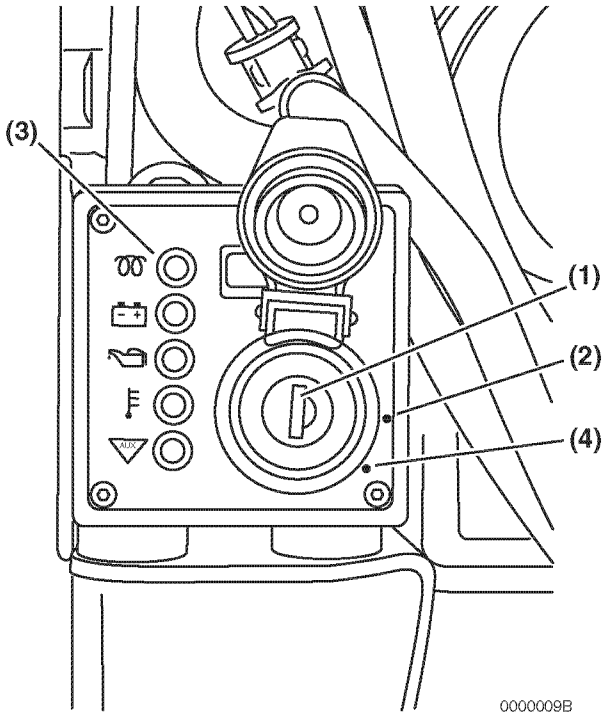
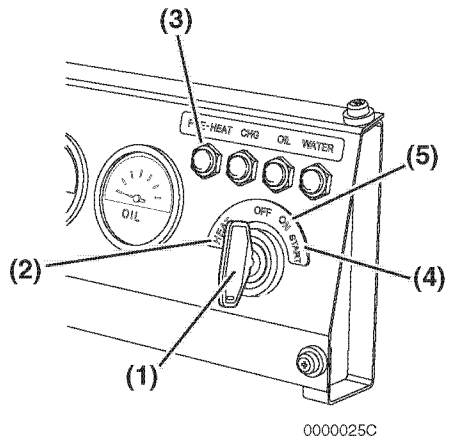

*Figure 2*
*Figure 3*
7. Insert the key into the key switch **(Figure 2, (1))** or **(Figure 3, (1))**.
8. Turn the key to the ON position **(Figure 2, (2))** or the HEAT position **(Figure 3, (2))**. The pre-heat indicator **(Figure 2, (3))** flashes for several seconds and then goes out. After the pre-heat indicator goes out you can start the engine.
9. Turn the key clockwise to the START position **(Figure 2, (4))** or **(Figure 3, (4))**. Release the key as soon as the engine starts. It will return to the ON position **(Figure 2, (2))** or **(Figure 3, (5))**.